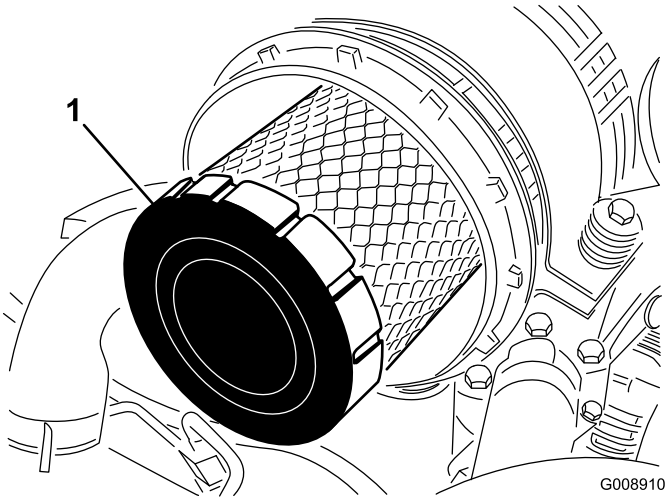

**Figur 60**
4. Afmonter og udskift primærfilteret (Figur 60).